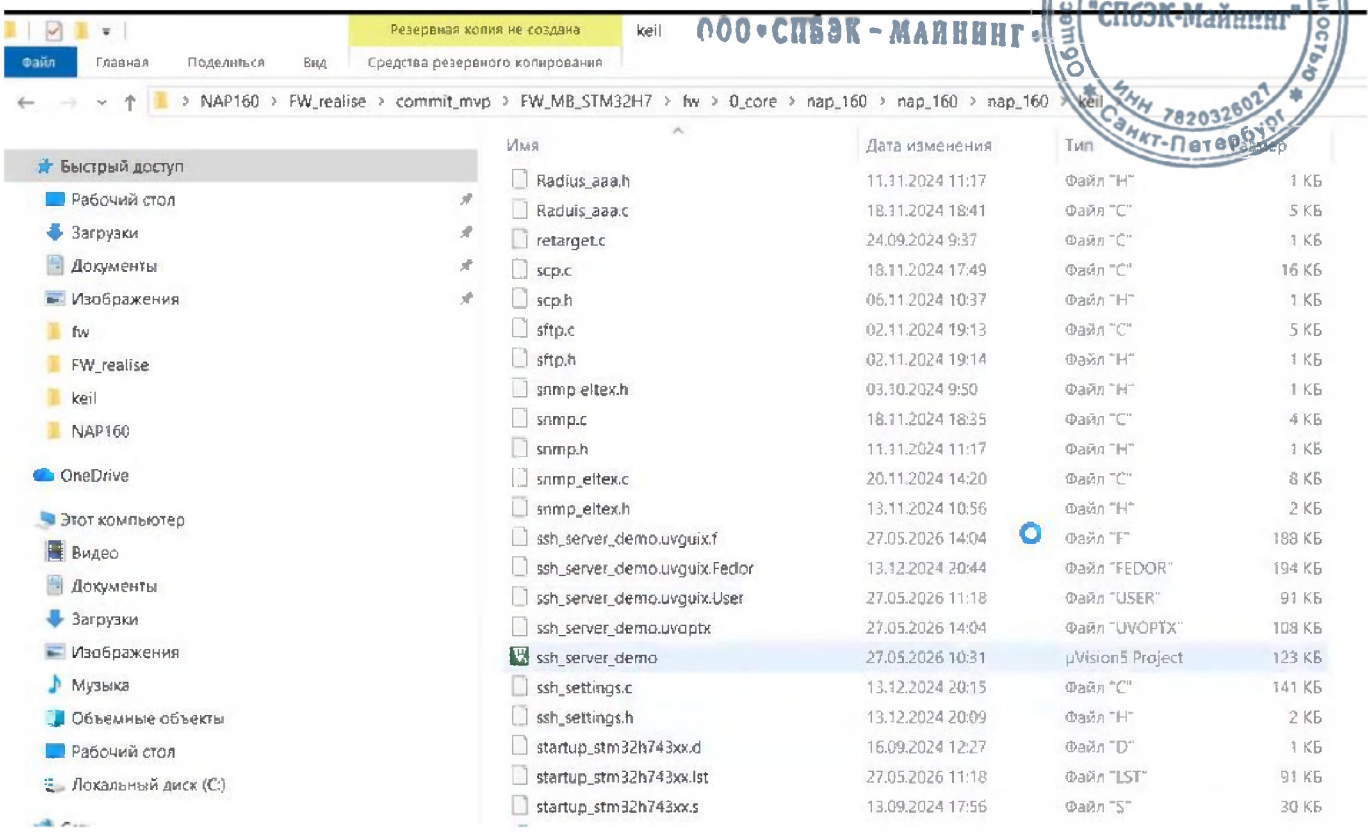

Рисунок 8
4.2.1 Отрыть проект функциональной части, обычно: C:\Рабочий стол\NAP160\FW_realise\commit_mvp\FW_MB_STM32H7\fw\0_core\nap_160\nap_160\nap_160\keil\ssh_server_demo (Рисунок 8).